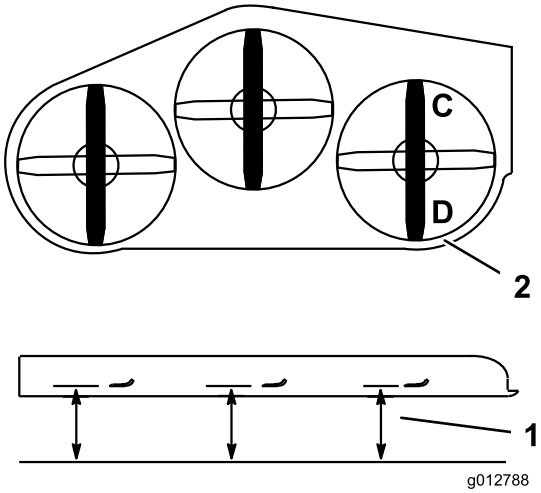

Figur 85
1. Plasser den høyre kniven på langs (Figur 85).
2. Mål den høyre kniven ved **C**-plasseringen, fra en jevn overflate til knivveggen på knivspissen, og noter denne målingen (Figur 85).
3. Mål den høyre kniven ved **C**-plasseringen, fra en jevn overflate til knivveggen på knivspissen, og noter denne målingen (Figur 85).
4. Kniven skal være 6–10 mm lavere ved posisjon **A** enn ved stilling **B** (Figur 85). Dersom defleksjonen ikke er korrekt, gå til følgende trinn.